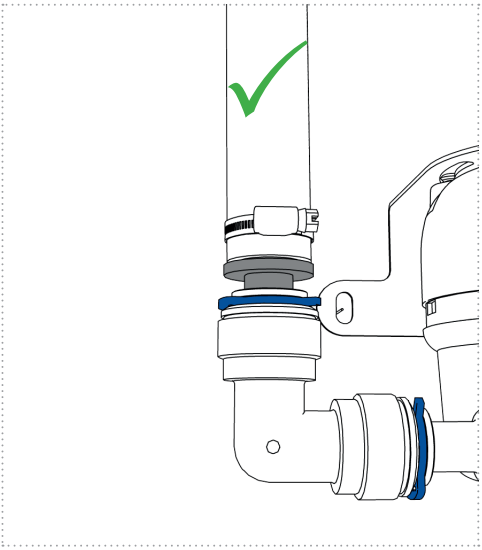

Figure 14a
6. Vérifiez que toutes les connexions sont correctement en place et qu'elles sont raccordées à l'unité UV sans tension (voir figures 14a et 14b).